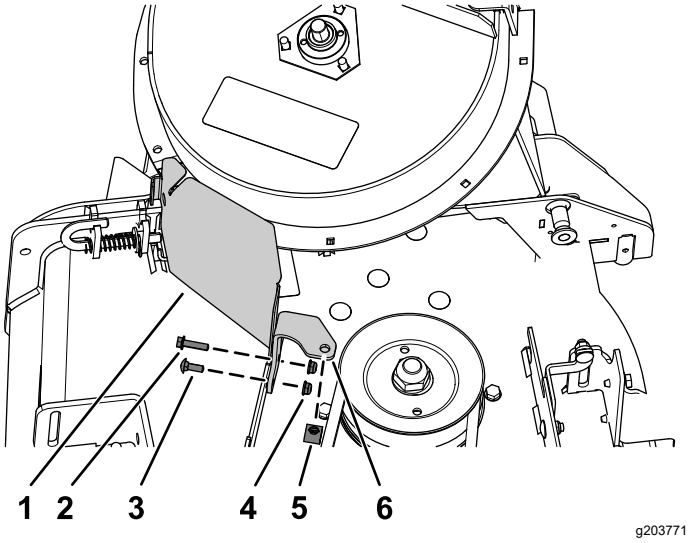

Figur 12
1. Ret hullerne i CE-remskiveskærmen ind efter hullet i det fremadrettede deflektorbeslag og det udvendige hul i den fremadrettede skjoldflange (Figur 12).
2. Ret CE-remskærmbeslaget ind efter hullerne i bagsiden af den fremadrettede skjoldflange (Figur 12).
3. Fastgør CE-remskiveskærmen og remskærmbeslaget til den fremadrettede skjoldflange ved det udvendige hul med sekskantsbolten (¼" x 1") og en flangemøtrik (¼") som vist i Figur 12.
4. Fastgør remskærmbeslaget til den fremadrettede skjoldflange ved det indvendige hul med en bræddebolt (¼" x ¾") og en flangemøtrik (¼") som vist i Figur 12.
5. Ret klemmemøtrikken ind med hullet i toppen af CE-remskærmbeslaget, og pres klemmemøtrikken på beslaget (Figur 12).